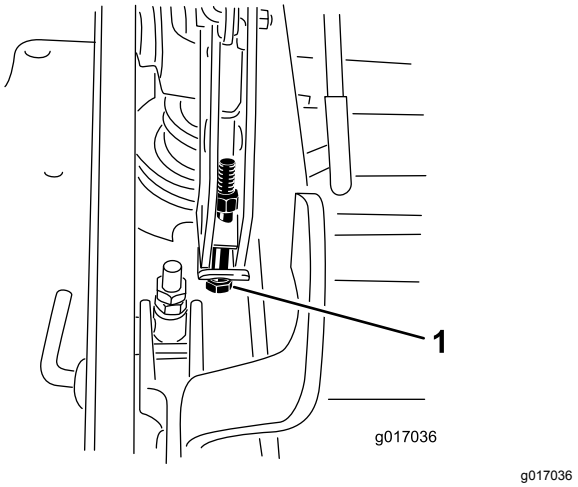

Figuur 98
13. Als het maaidek te laag is, draai dan de stelbout van het enkelpuntssysteem vast door deze rechtsom te draaien. Als het maaidek te hoog is, draai dan de bout van het enkelpuntssysteem linksom (Figuur 98).
14. Draai de 2 bouten aan de onderzijde van de maaihoogteplaat vast (Figuur 98).